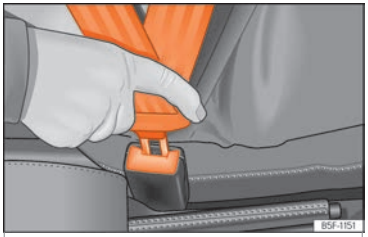

Fig. 10 Insert the latch plate of the seat belt into the buckle.
- Engage the latch plate in the buckle of the corresponding seat ››› Fig. 10.